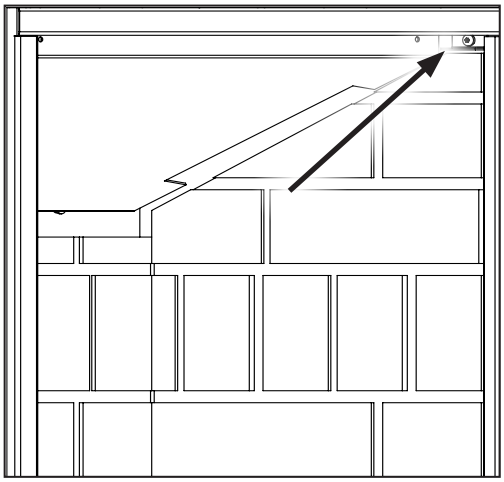

Figure 49. Top Panel Retainers.
3. Next, remove the top brick panel retainers on each side as shown in Figure 49 using a T20 screwdriver.